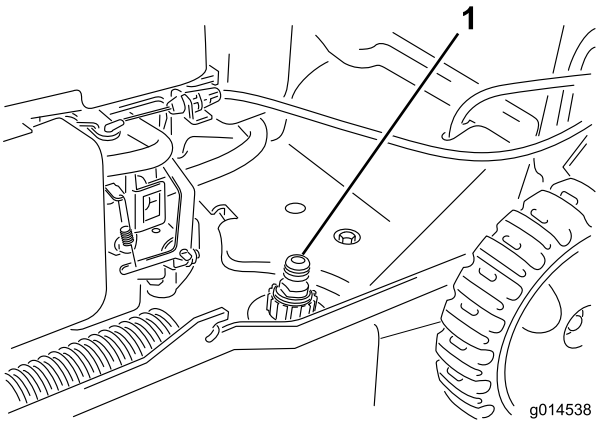

Rysunek 27
3. Podłącz wąż ogrodowy z wodą do złącza czyszczenia (Rysunek 27).